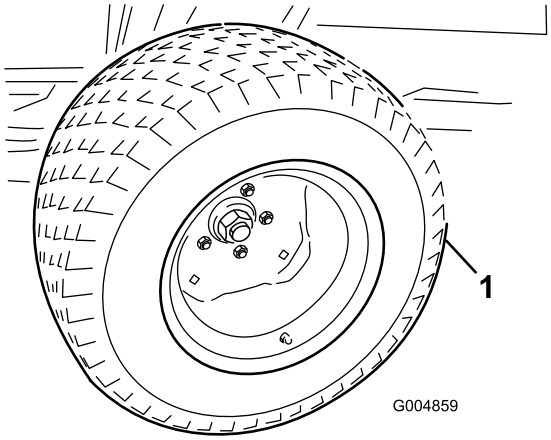

**Rysunek 79**
27. Załóż koła letnie, używając dwóch nakrętek na każdą stronę (Rysunek 79).